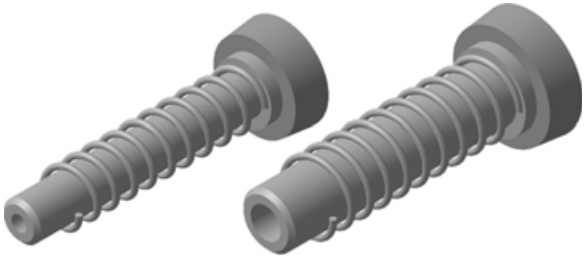

Рис. 8.45
- Закройте эскиз, выйдите из режима редактирования детали **Шток** и перестройте сборку. После перестроения диаметр пружины изменен (рис. 8.45).